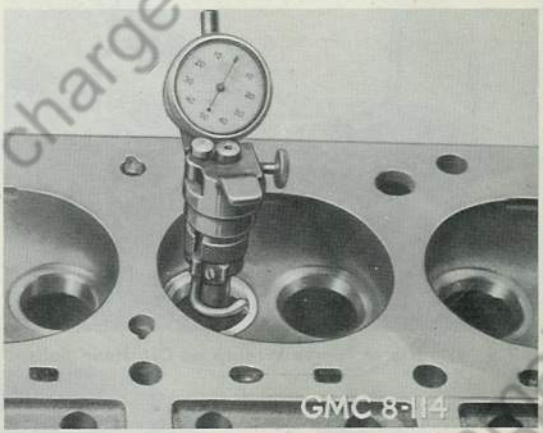

Fig. 47 Use of Dial Indicator on Valve Seat
5. After grinding, mount valve seat indicator on pilot as shown in Fig. 47. The circumference of seat must be true within .002".